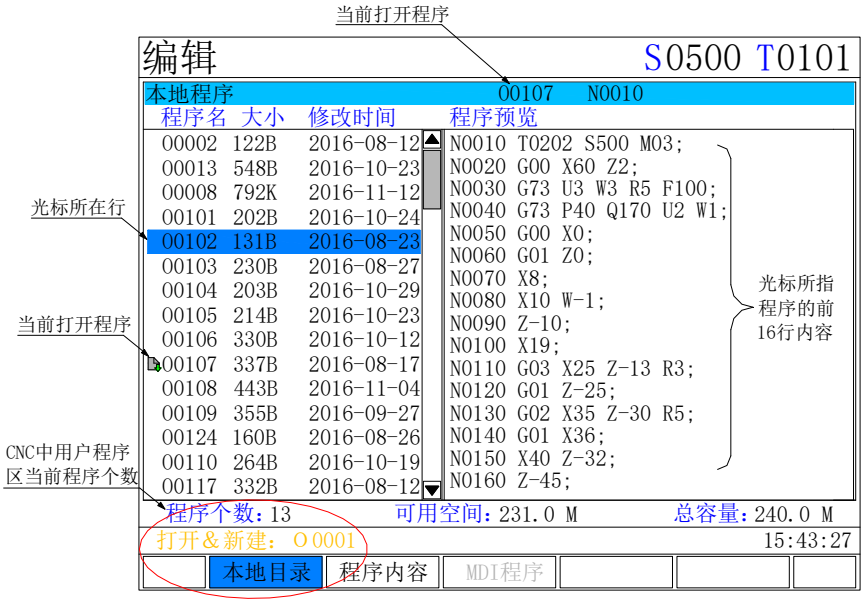

图 6.1.2-1
①：在本地目录界面，按地址键 O ，在下方的对话框中依次键入 0、0、0、1（从数控面板输入时前导 0 可省略），见上图图 6.1.2-1。再按换行 EOB 键。建立新程序 O0001，如下图 6.1.2-2。